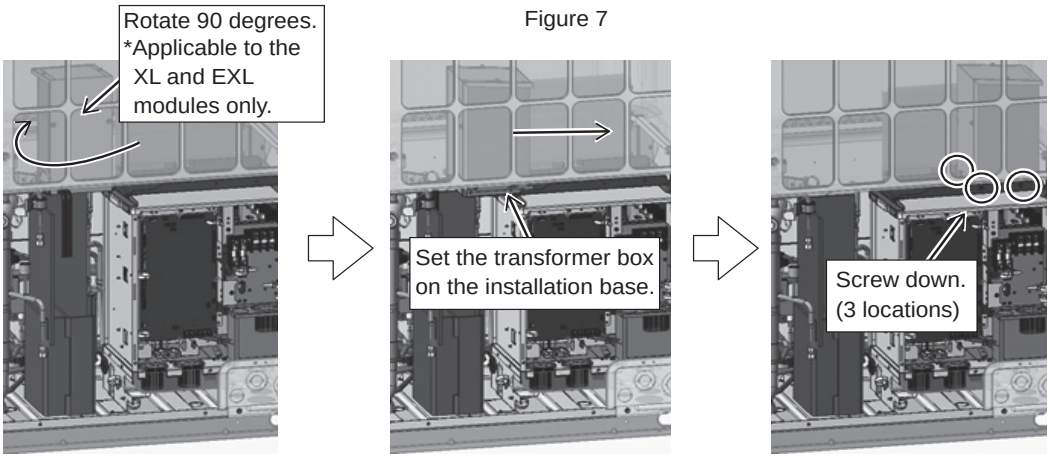

Figure 8
(9) Lift the transformer box to the position as shown in the figure, rotate the transformer box 90 degrees (*applicable to the XL and EXL modules only), move the box to the designated position, and screw it down. (3 screw as shown in Figure 8.)